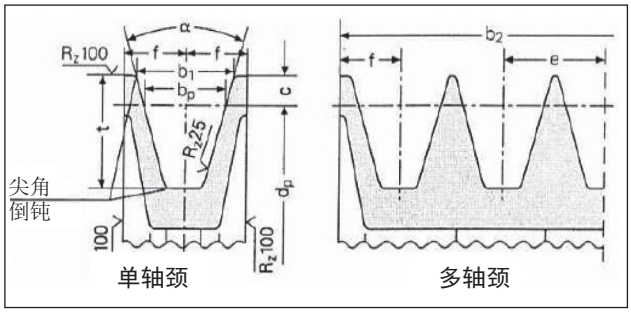

图8
a) 使用皮带制造商说明/建议轴颈尺寸的V型皮带用皮带轮。如没有指示说明，请出参阅图8和图9的表格。